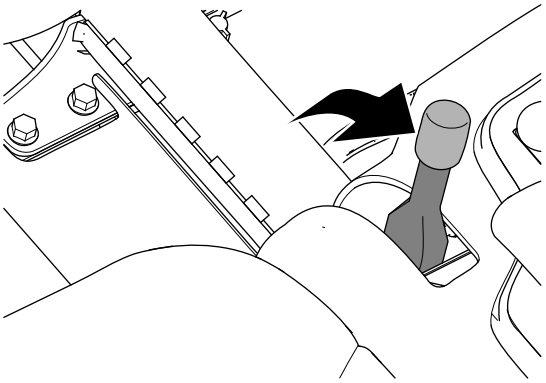

**Figur 28**
2. Aktiver parkeringsbremsen (Figur 28).